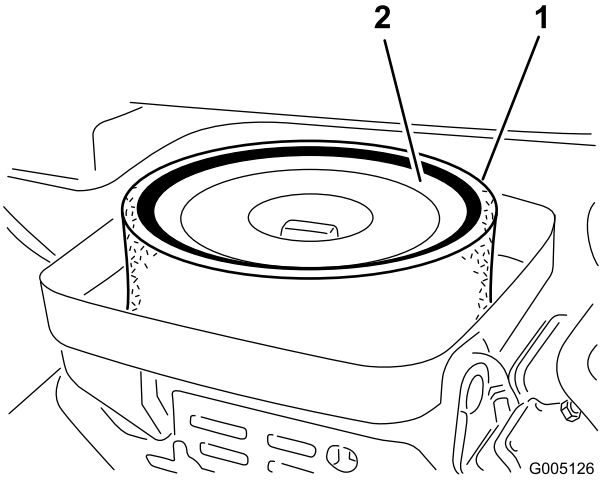

Figur 44
3. Hvis skumindsatsen er snavset, skal det fjernes fra papirindsatsen (Figur 44). Rengør det grundigt som følger: